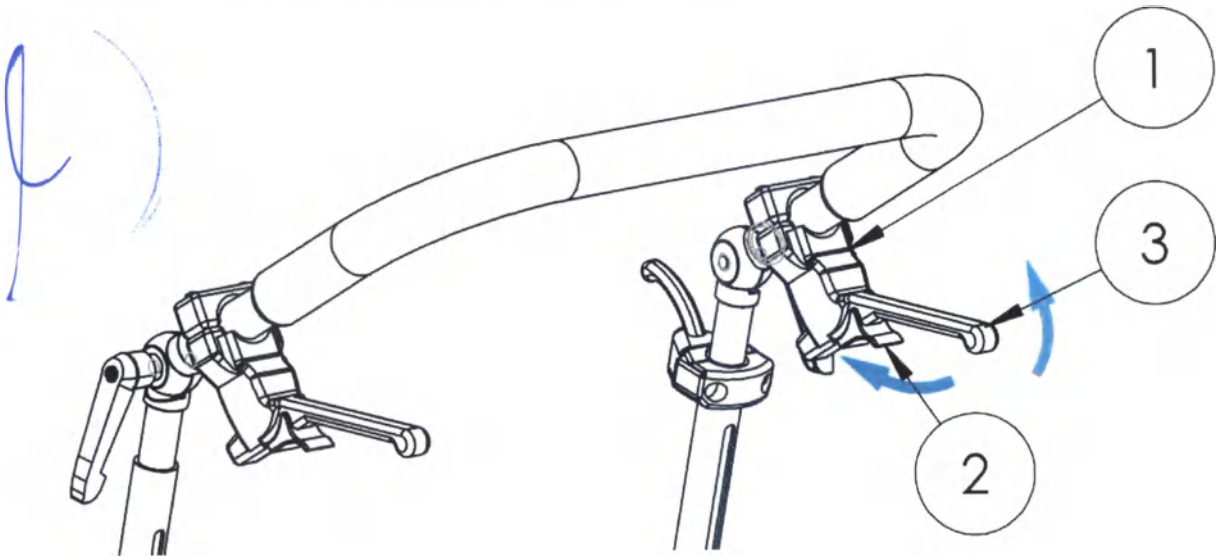

Рис. 20
Рама С (уличная) имеет два независимых тормоза колес задней оси *Рис. 20*. Тормозные рукоятки (1) расположены по обеим сторонам верхней части ручки для сопровождающего лица. Тормозные рукоятки имеют функцию блокировки. Чтобы заблокировать тормоз, тормозной фиксатор (2) должен быть зажат в захватах корпуса рукоятки (1). Обратите внимание, что для блокировки вращения задних колес необходимо заблокировать оба тормозных рычага.